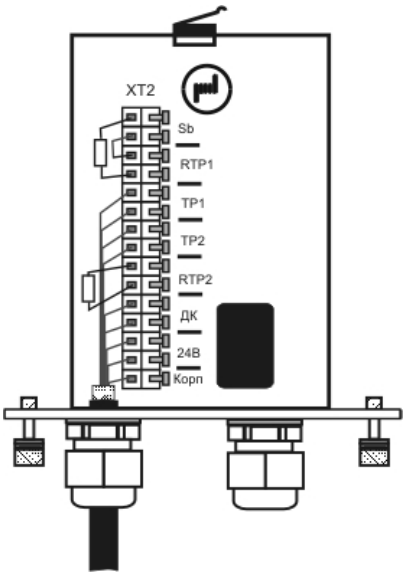

Рис. 10.24
10.4.2 Уложить и закрепить кабели связи. Выкрутить два невыпадающих винта и снять крышку БПУ. Произвести ввод кабеля связи с ППК в коммута-ционный отсек БПУ (рис. 10.24). Для чего освободить на 70…80 мм изолированные проводники кабеля от защитных и экранирующих покрытий (не нарушая экранирующего проводника), снять изоляцию с отдельных проводников кабеля на 5…10 мм. Вывернуть зажимную гайку, ввести кабель в коммутационный отсек и завернуть зажимную гайку до упора.
10.5.1 В соответствии с электрической схемой проекта произвести подключение проводников кабеля к контактам зажимов расположенным на обратной стороне шасси, (см. рис. 10.24). В зажимы «RTP1» и «RTP2» установить контрольные резисторы. Пары контрольных проводов от ППК подключить к зажимам «TP1» и «TP2». В случае контроля цепи ТРЕВОГА на зажимах TP1(2) БПУ без внешнего резистора (перемычка в зажимах RTP), необходимо ограничить ток значением не превышающим 100 мА (ограничитель тока можно установить вместо перемычки в зажимах RTP). Можно объединить «тревожный сигнал» кнопки вскрытия крышки БПУ с одним из «тревожных сигналов», например TP1, для чего подключить соответствующую пару контрольных проводов от ППК к двум зажимам «TP1» и «SB», а между другими зажимами «TP1» и «SB» установить электропроводную перемычку (см. рис. 10.24).